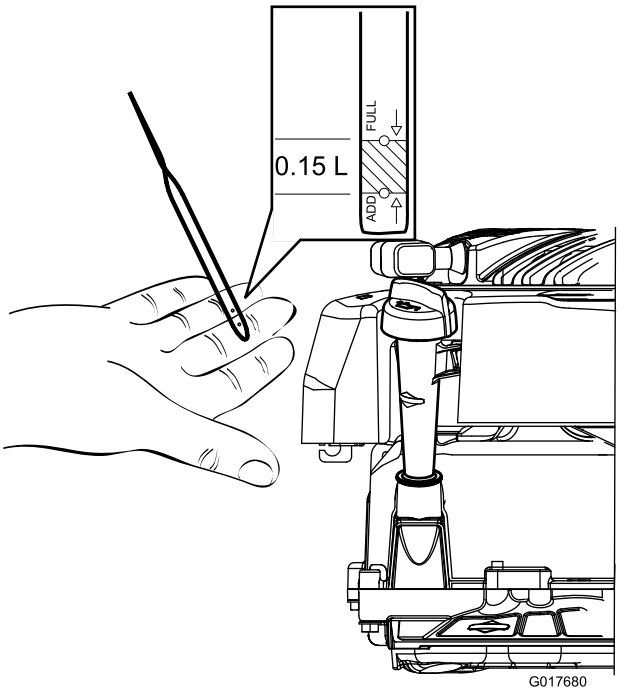
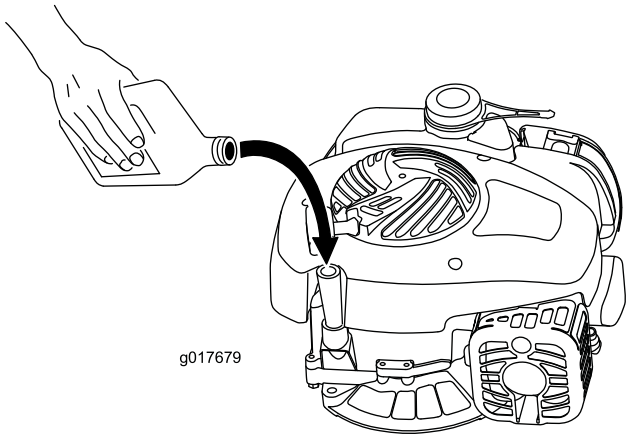

Bild 5
Bild 6
1. Ziehen Sie den Peilstab heraus (Bild 5).
2. Füllen Sie das Öl langsam in den Einfüllstutzen ein, um den Ölstand auf die Marke Voll am Peilstab anzuheben (Bild 5 und Bild 6). Warten Sie 3 Minuten und prüfen Sie dann den Ölstand erneut mit dem Peilstab. Füllen Sie nicht zu viel ein. (Max. Füllstand: 0,47 l der Ölsorte: Waschaktives SAE 30-Öl mit der Klassifizierung SF, SG, SH, SJ, SL oder höher durch das American Petroleum Institute (API).